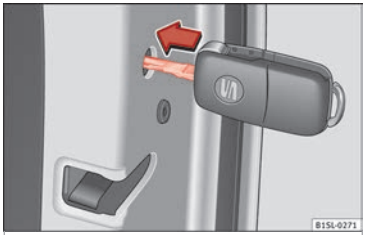

Fig. 5 Emergency locking of the vehicle using the vehicle key
- Insert the key shaft horizontally into the opening and moved the coloured lever forward ››› **Fig. 5**.